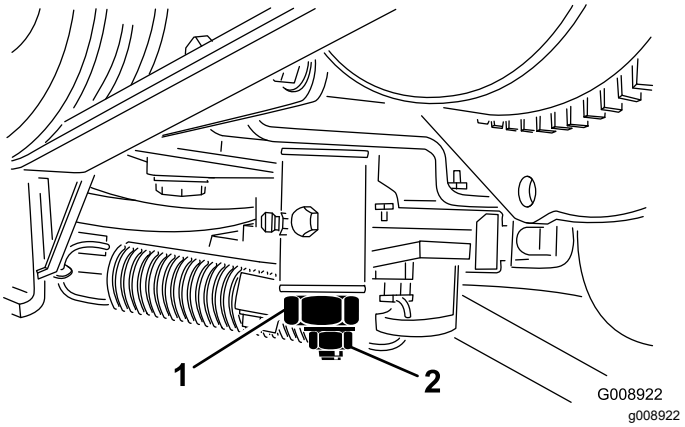

Figur 60
3. Løsne låsemutteren på trekkjusteringskammen (Figur 60).